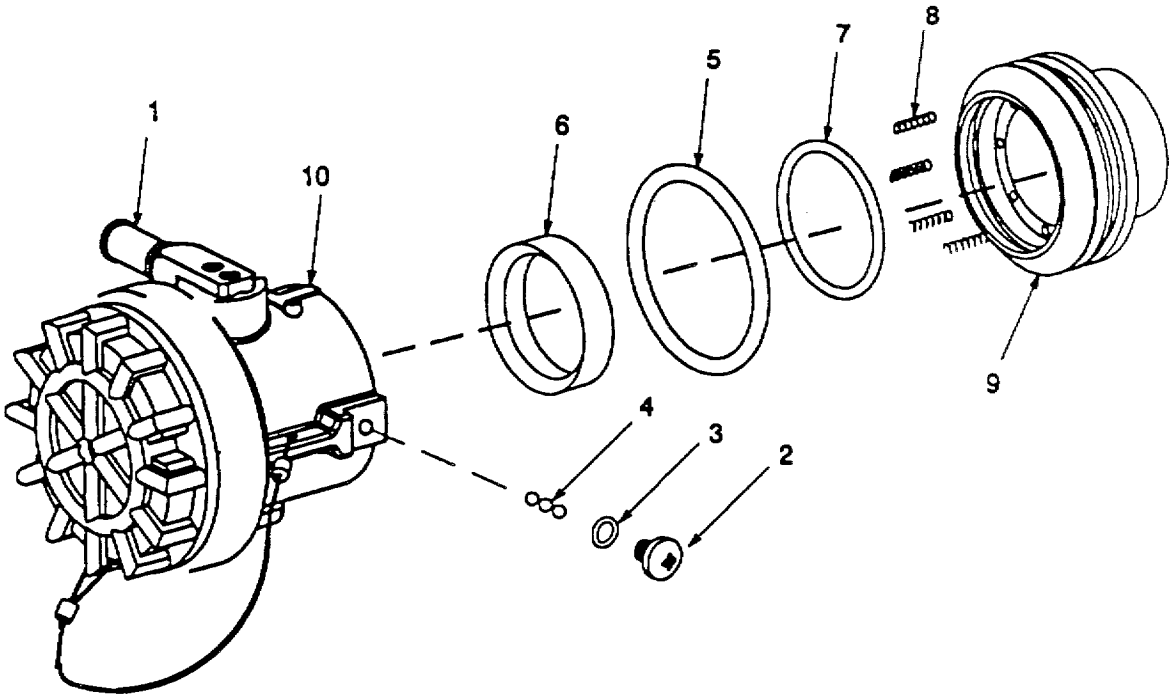
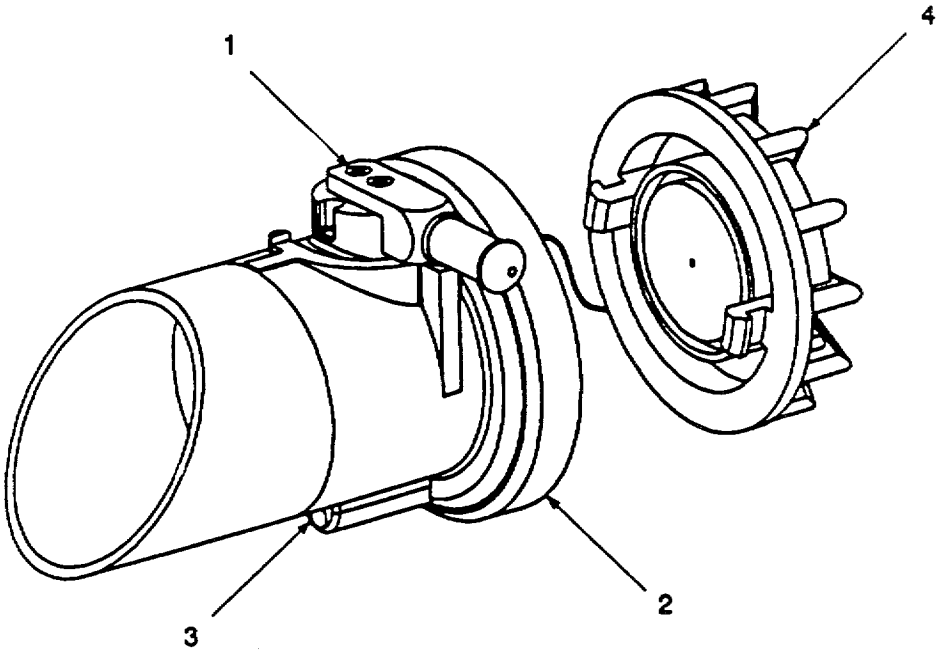

Figure 4-12. Valved Dry Break Coupling Installation.
Figure 4-13. Valved Dry Break Coupling Adjustment,
g. Installation. Refer to figure 4-12.
(1) Lightly coat preformed packings (3, 5 and 7) with silicone compound.
(2) Install eight springs (8),preformed packing (7) and ball seal (6) in fitting (9).
(3) Install preformed packing (5) on fitting (9).
(4) Push coupling (10) onto fitting (9).
(5) Position coupling (10) so that opening for balls (4) is pointing up.
(6) While pressing coupling (10) onto fitting (9), install 41 balls (4). Rotate coupling back and forth on fitting to aid installation.
(7) Install preformed packing (3) on screw (2).
(8) Install screw on coupling (10).
h. Adjustment. Refer to figure 4-13.